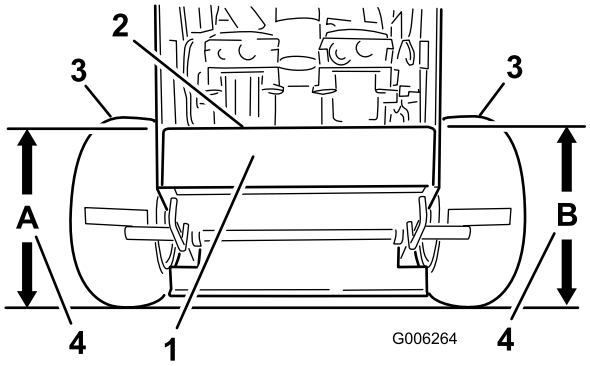

**Figure 70**
4. Mesurez la hauteur du plancher moteur au point **A** (Figure 70).
5. Mesurez la hauteur du plancher moteur au point **B** (Figure 70).